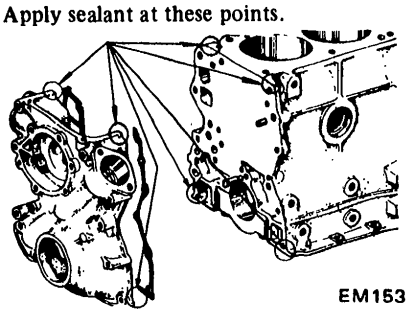

Fig. EM-78 Applying sealant (Front over and gasket)
(1) Front cover and corners of cylinder block: See Figure EM-78.